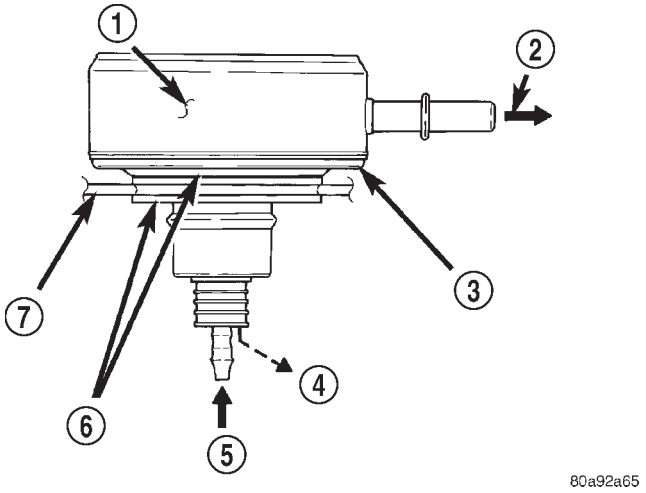
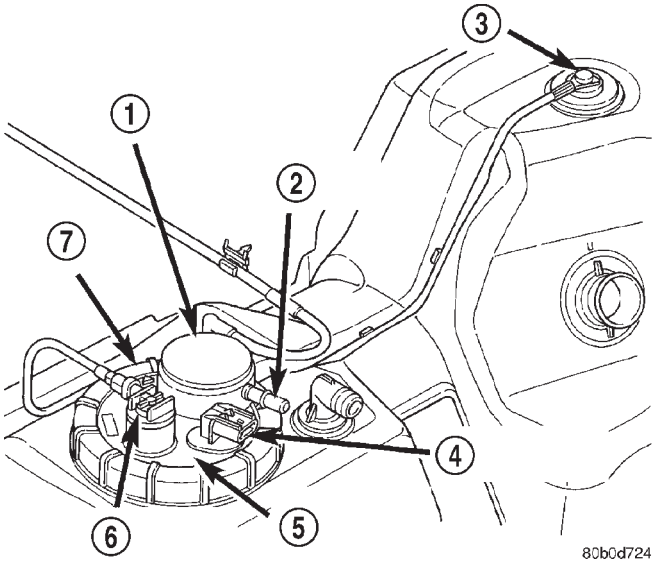
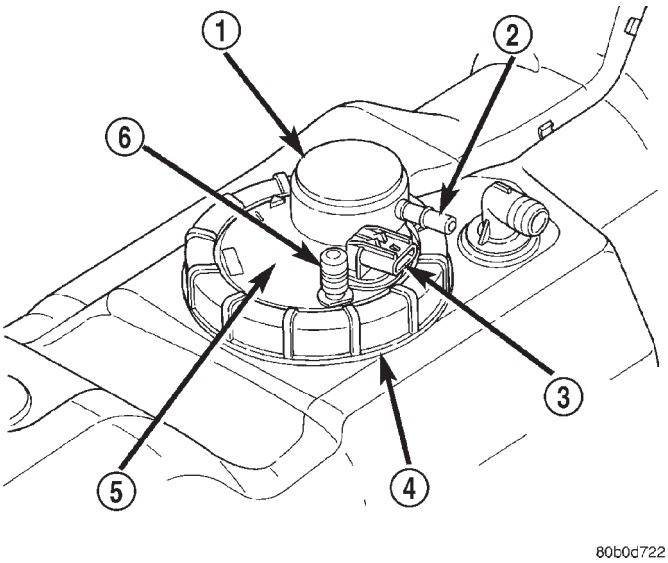
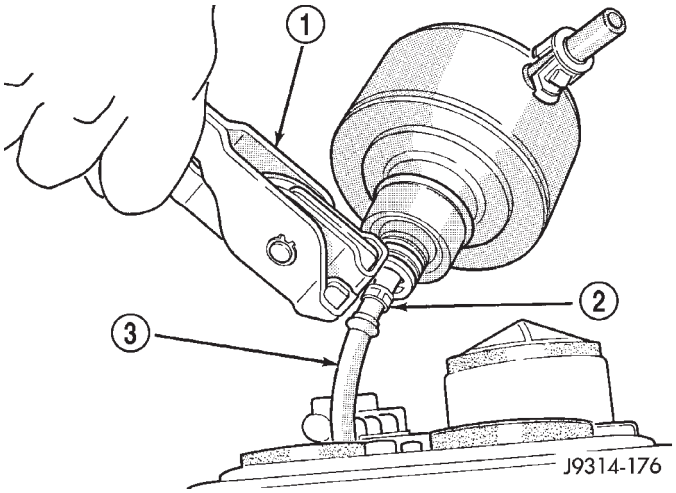

Fig. 3 Fuel Filter/Fuel Pressure Regulator
Fig. 4 Filter/Regulator Location—With 26 or 34 Gallon Fuel Tank
Fig. 5 Filter/Regulator Location—With 35 Gallon Fuel Tank
Fig. 8 Tightening Fuel Tube Clamp—TYPICAL
The fuel filter/fuel pressure regulator (Fig. 3) is located at top of fuel pump module (Fig. 4) or (Fig. 5).
(1) Install a new clamp over plastic fuel tube.
(2) Install filter/regulator to fuel tube. Rotate filter/regulator in fuel tube (line) (Fig. 8) until it is pointed to drivers side of vehicle (Fig. 4) or (Fig. 5).
(3) Tighten line clamp to fuel line using special Hose Clamp Pliers number C-4124 or equivalent (Fig. 8) . **Do not use conventional side cutters to tighten this type of clamp.**
(4) Press filter/regulator (by hand) into rubber grommet. The assembly should be pointed towards drivers side of vehicle (Fig. 4) or (Fig. 5) .
(5) Install fuel tank. Refer to Fuel Tank Removal/ Installation.
(6) Check for fuel leaks.